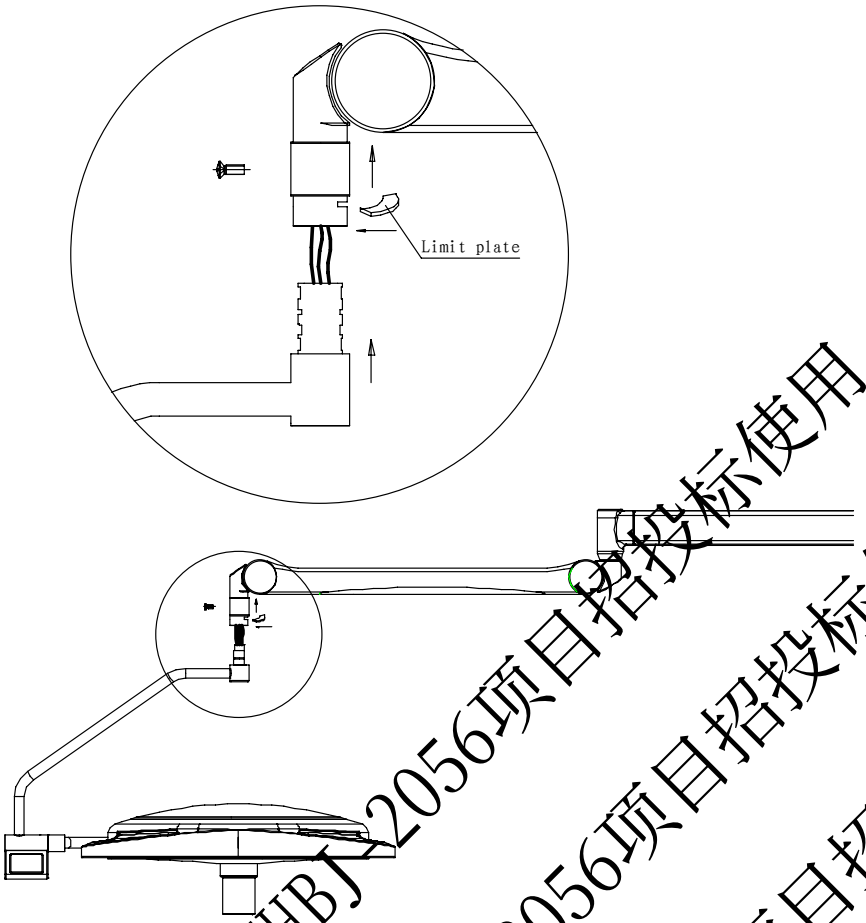

Figure 4-5 OL97 series LED Shadowless Surgical light lightheads installation diagram
- Remove the screws and serrated washers using Phillips screwdriver and slide the sleeve up to remove the limit plate. (Figure 4-5)
- Remove the limit blocks under the spring arms using flat-blade screwdriver so that the lights can be moved up and down. (Figure 4-5)